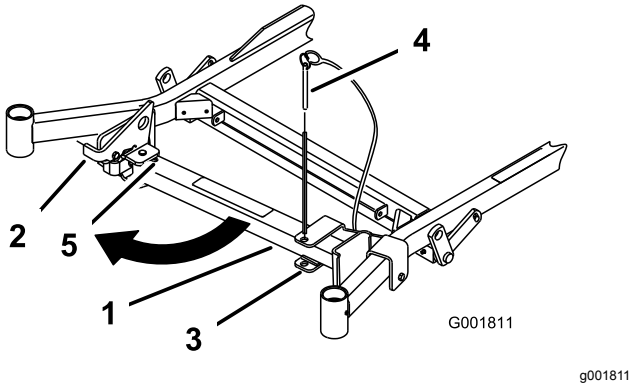
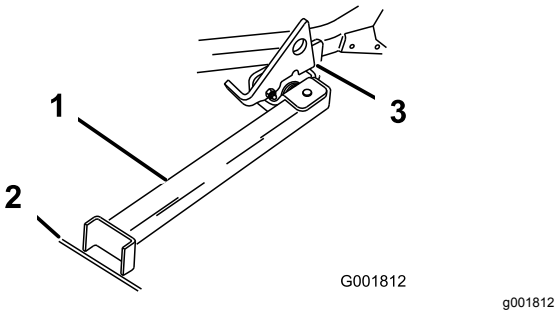

**Figuur 47**
**Figuur 48**
2. Verwijder de pen van de beugel (Figuur 47).
4. Draai het voetstuk van de Z Stand aan de voorkant naar buiten en schuif de Z Stand in de richting van de machine, in de onderkant van de sleuf (Figuur 47 en Figuur 48).
5. Plaats het voetstuk op de grond en laat de vergrendeling op de draailip rusten (Figuur 48).
**Opmerking:** Om de beste resultaten te verkrijgen, moet u het voetstuk in spleten in een voetpad of een gazon plaatsen (Figuur 48).
7. Rij de machine de Z Stand op. Stop de machine als de vergrendeling boven de lip in de vergrendelde stand valt (Figuur 48).
5. Zet de Z Stand terug in de ruststand (Figuur 47).